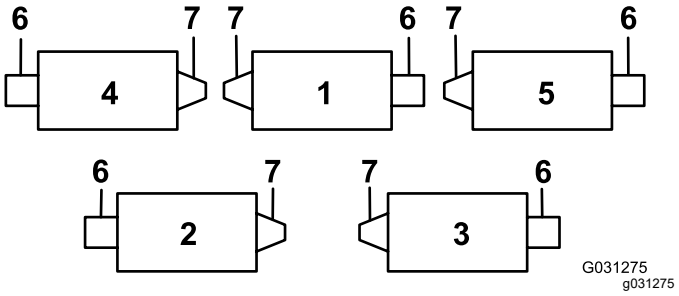
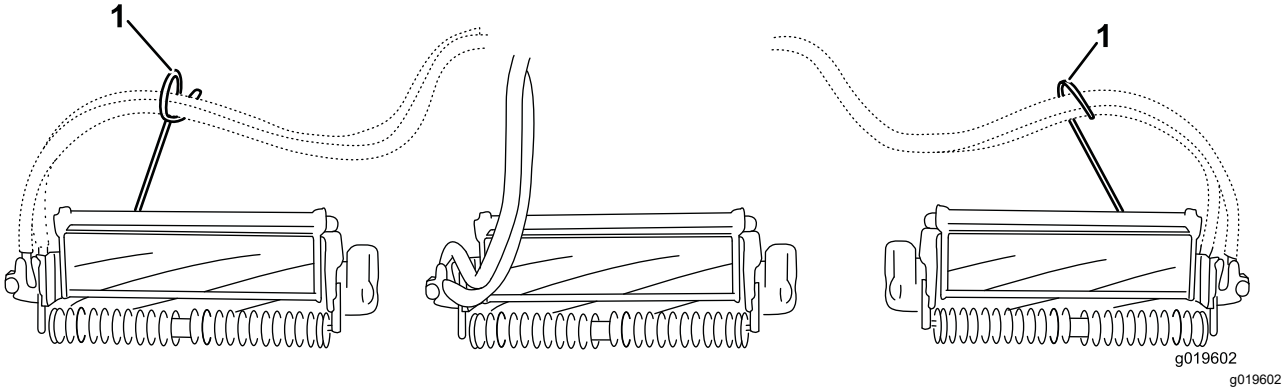
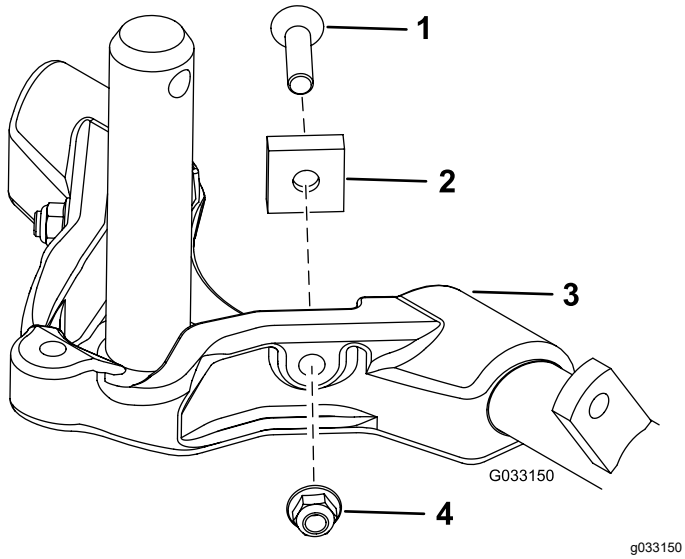

Figur 12
Figur 14
Figur 15
Viktig: **På klippeenhet nr. 4 (venstre foran) og klippeenhet nr. 5 (høyre foran) bruker du monteringsmutterne for stangbraketten til å montere slangeførerne foran på klippenhetstappene. Slangeførerne skal lene mot midtre klippeenhet (Figur 12 til og med Figur 14).**
7. Øk styringen på de bakre klippeenhetene ved å fjerne de to svingavstandsstykkene, sokkelskruene med sekskanthode og flenslåsemutre (Figur 15) fra bærerammene på de bakre klippeenhetene (klippeenhet 2 og 3). Se Figur 12.